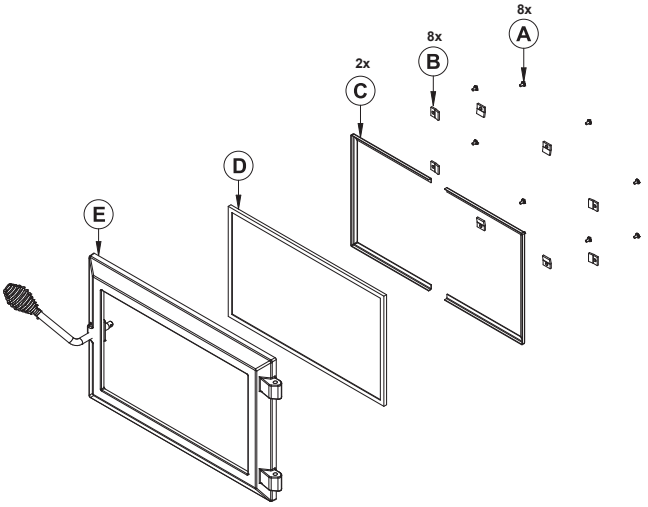

Figure 12 : Remplacement la vitre
2. Dévisser les deux supports **(A)** des pierres réfractaires de côtés. Les pierres peuvent ensuite être retirées dans l'ordre présenté dans la figure 12.